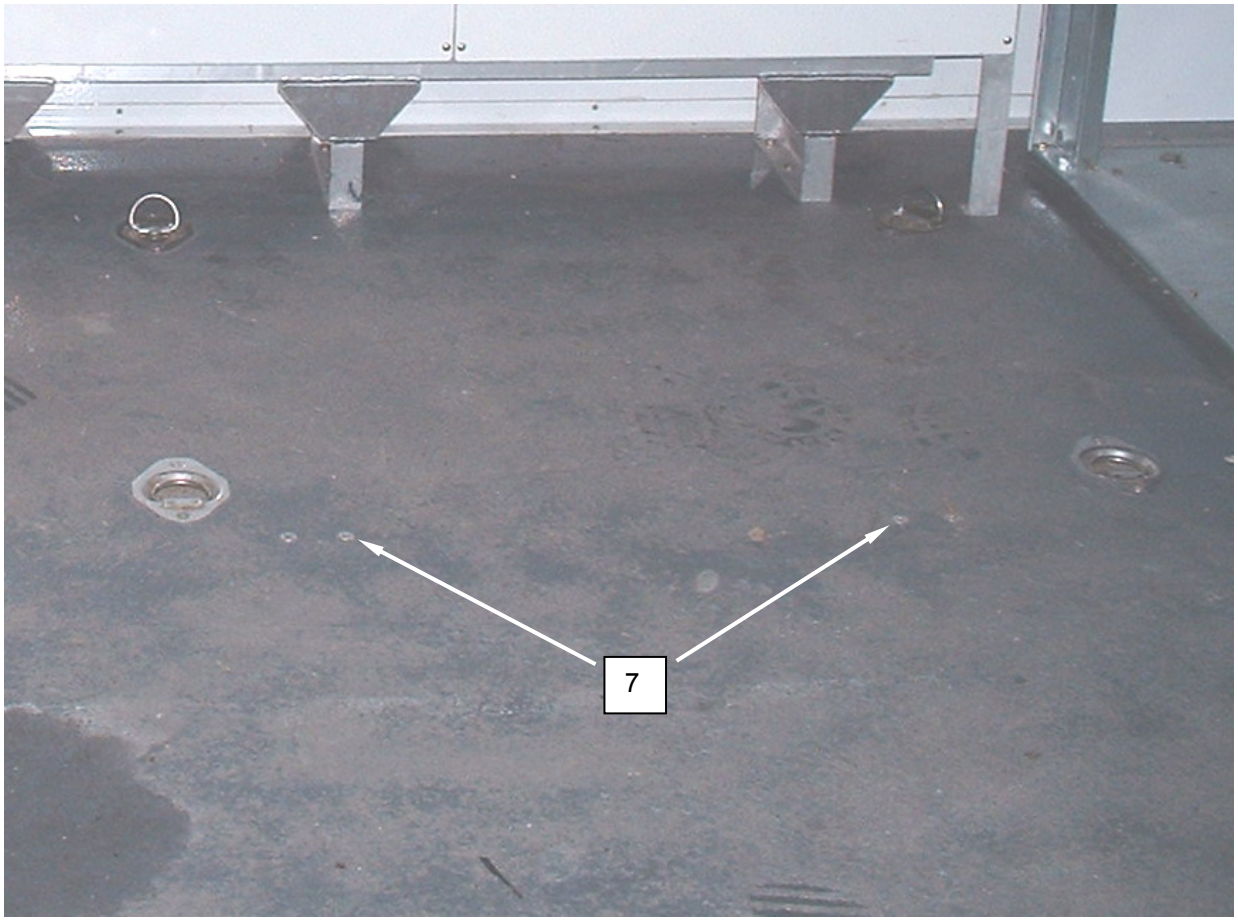

Figure 7. Remove the Two Cross-Point Screws.
11. Remove the two cross-point screws **(Figure 7, Item 7)** from the centerline and the front of the CBL interior to prepare for later installation of packing bracket.